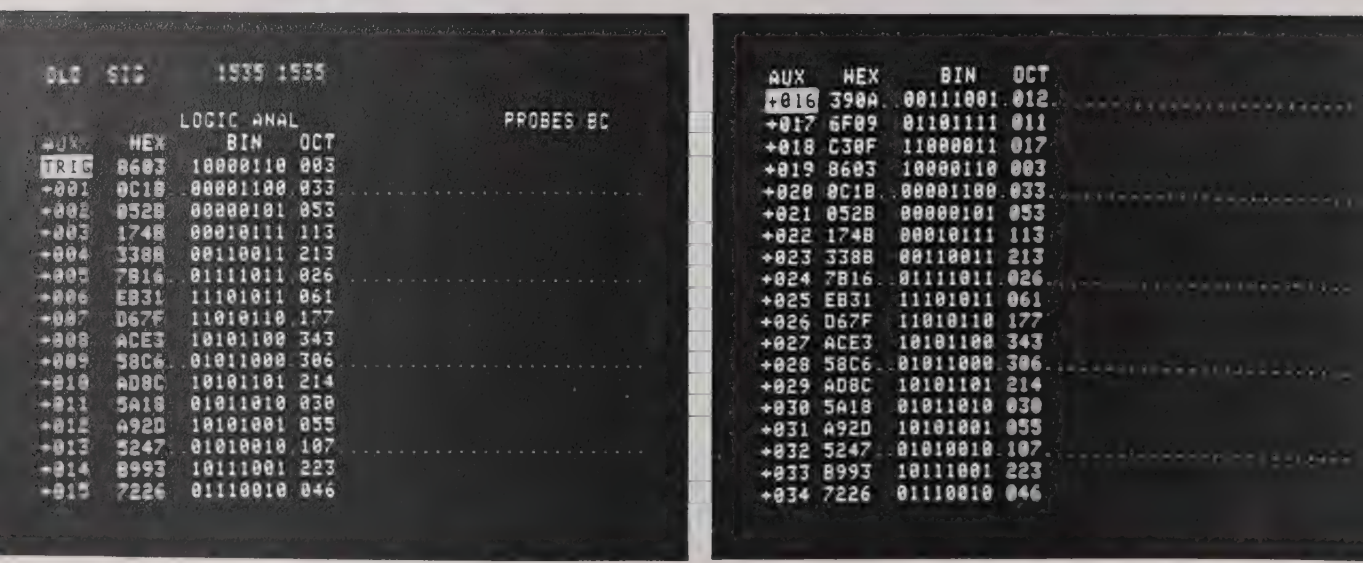

Figure 4.9 - Display Showing Paging Function
4.6.2 Refer to Figure 4.9. To move tabular display data forward or backward, one 20-line display at a time, press the appropriate **PAGE** key. Holding this key down will continuously move the data segments.